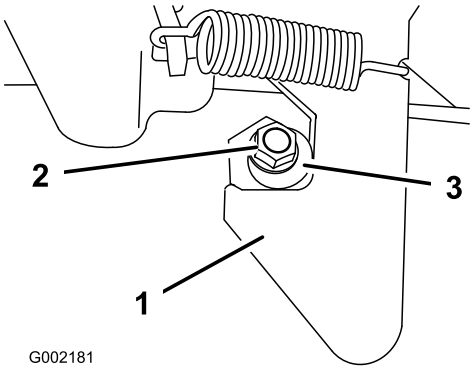

Figur 54
1. Løsne låsemutteren på enden av låseposten (Figur 54).
2. Vri låseposten med klokken til den sitter tett mot krokdelen på sperren (Figur 54).